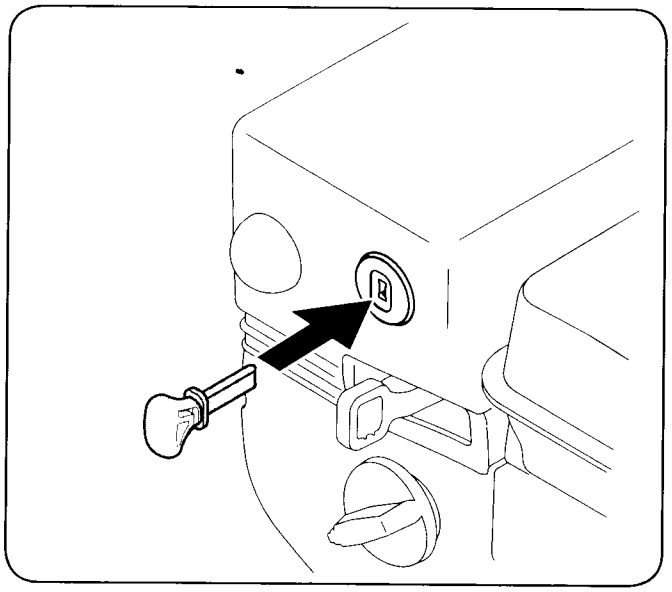

Figure 5-1
2. Insert key fully into slot, Fig. 5-1. Make sure it snaps into place. DO NOT turn key. The engine cannot start unless the key is inserted into ignition switch.
1. Insert key fully into slot, Figure 5-1. Make sure it snaps into place. DO NOT turn key. The engine cannot start unless the key is inserted into ignition switch.
4. Push primer three (3) times, making sure to cover vent hole when pushing. If engine is warm, push primer only once. Always cover vent hole when pushing. Cool weather may require priming to be repeated.